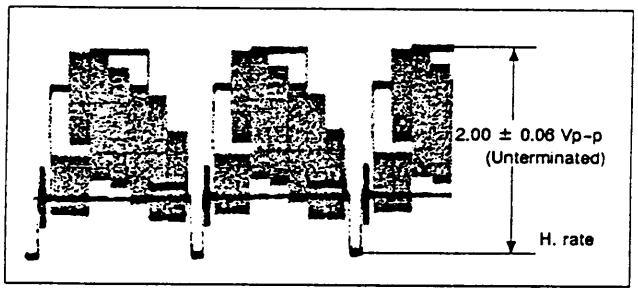

Fig. 3-1-12 PB Y level
4) If necessary, replace R25 with the variable chip resistor NVP1301-472N and adjust it for 2.00 ± 0.06 Vp-p, as in Fig. 3-1-12.